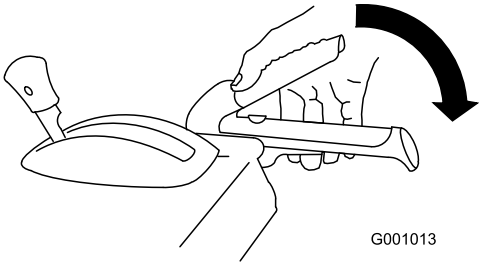

Figur 15
3. För att aktivera borsten trycker du sakta ner höger drivspak mot handtaget (Figur 15).